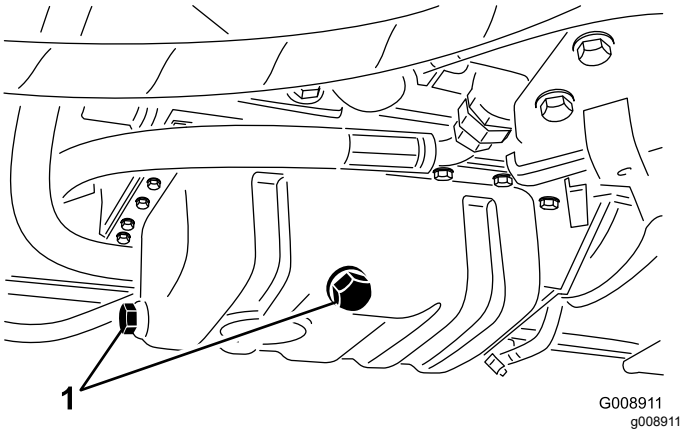

Figuur 65
3. Verwijder één van de aftappluggen (Figuur 65) en laat de olie in een opvangbak lopen. Als er geen olie meer uit stroomt, plaatst u de aftapplug terug.